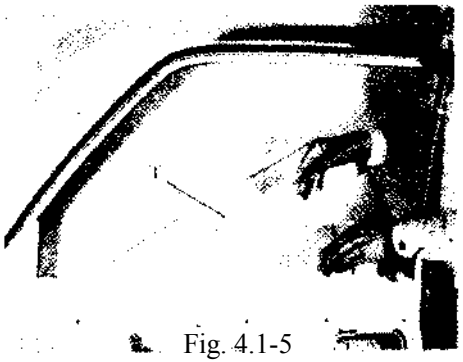

Fig. 4.1-5
8) Pull up the rear side of front door glass, take out front door glass with front door glass bearer, and see fig. 4.1-5.
4) Slide door lock connection rod mechanism assembly and lock body assembly. After disconnect the dragbar sheaths of each connection dragbar, disassemble lock connection rod mechanism assembly and lock body assembly, see Fig. 4.1-5.